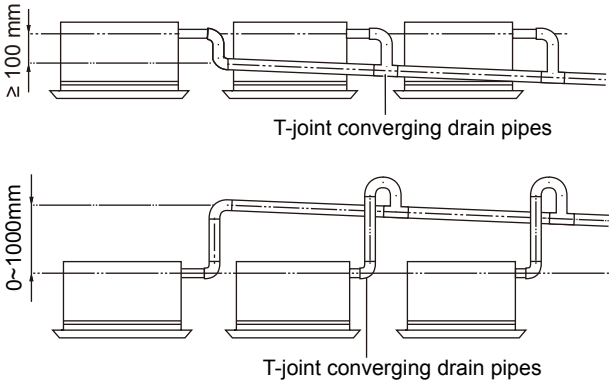

Fig.20
(3). When unifying multiple drain pipes, install the pipes as Fig.20. Select converging drain pipes whose gauge is suitable for the operating capacity of the unit.(take the cassette type unit for example)